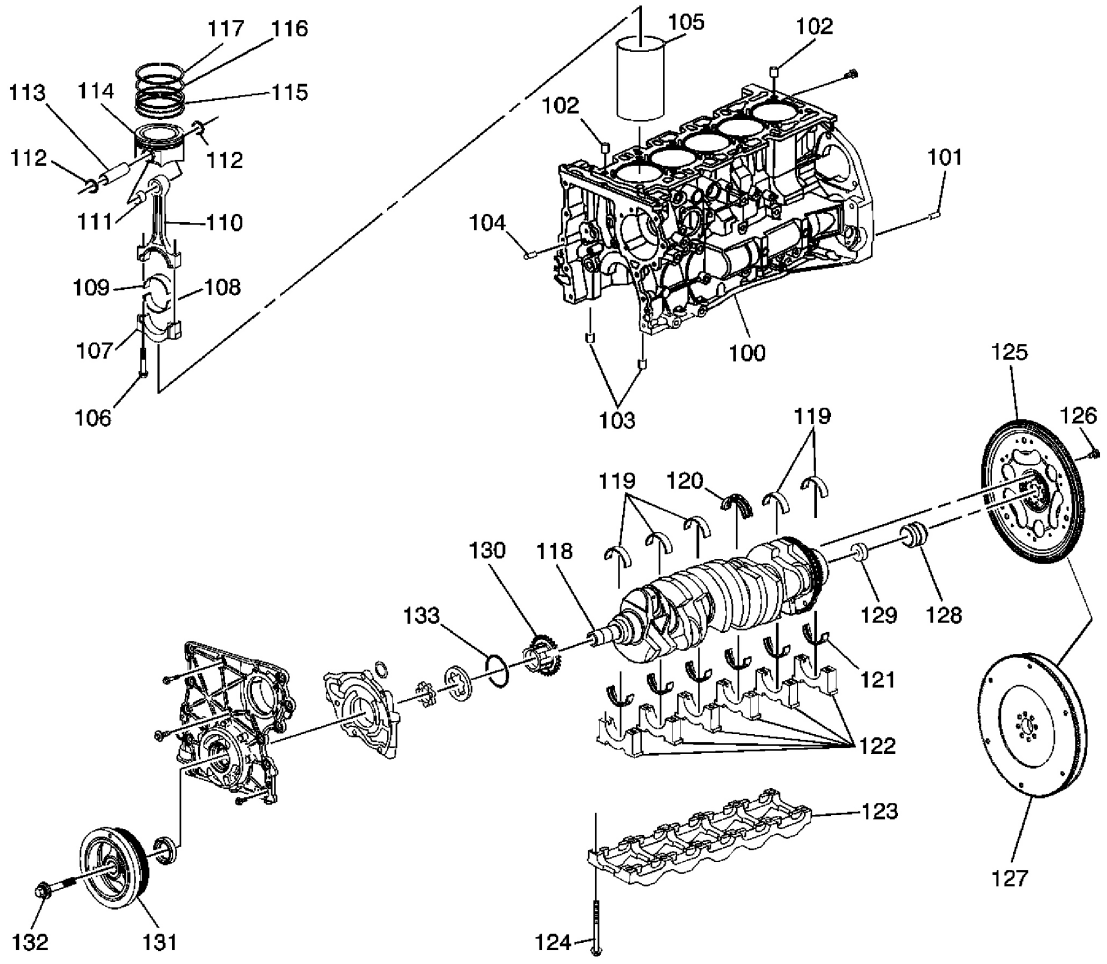

**Fig. 16: Motor bajo componentes desarmados Ver**
**Llamadas con respecto a la Fig. 16**